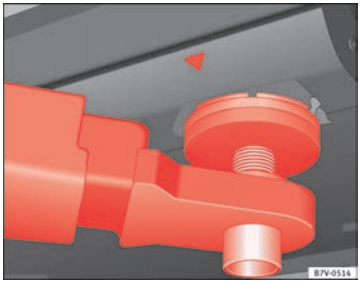
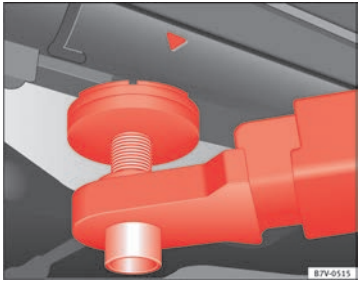

Fig. 130 Points d'appui avant pour lever le véhicule avec un pont-élévateur ou un cric.
Fig. 131 Points d'appui arrière pour lever le véhicule avec un pont-élévateur ou un cric.
Pour lever le véhicule, vous devrez uniquement utiliser les points indiqués dans les figures ⇒ fig. 130 et ⇒ fig. 131. Si le véhicule n'est pas levé par les points indiqués, cela peut provoquer des dommages ⇒ ⓘ et de graves blessures ⇒ ⚠.
- **Pour lever le véhicule, vous devrez uniquement utiliser les points indiqués dans les figures ⇒fig. 130 et ⇒fig. 131. S'il n'est pas levé par les points indiqués, il pourrait tomber du pont-élévateur lors de la réalisation d'opérations de dépose du moteur ou de la boîte de vitesses, par exemple.**